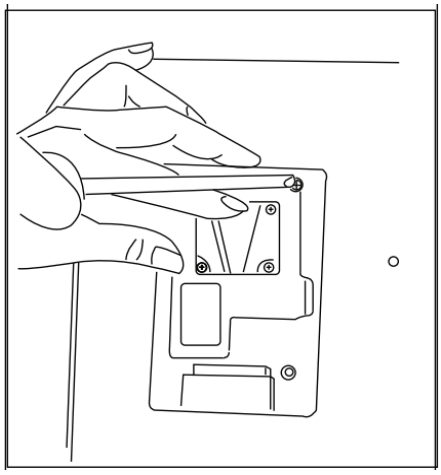

图 3
3、按图 3 所示，用螺丝将电池扣板固定在监视器产品的后壳上。